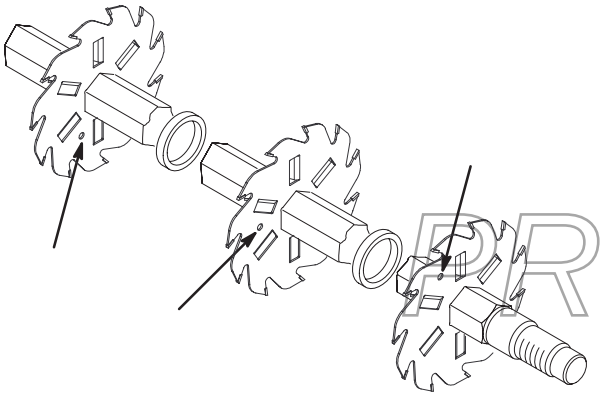

Figure 14
4. Install the next blade counter–clockwise so the index reference hole is not aligned with the first blade hole by one hex of the shaft (Fig. 14). Continue to install spacers and blades in this manner until the full complement of blades have been installed. When properly assembled, the blades will be centered on the shaft and staggered in such a manner to give a helix appearance.